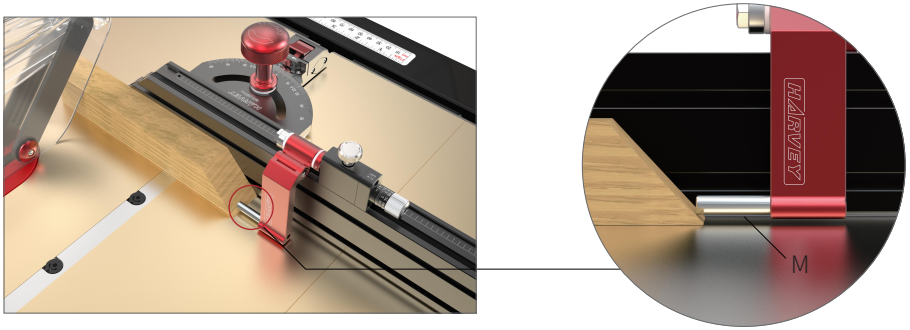

图 4
- 定位销M用于斜面特定位置的定位，如图 4所示，可在木料尖角不受到损坏的情况下进行精准定位。